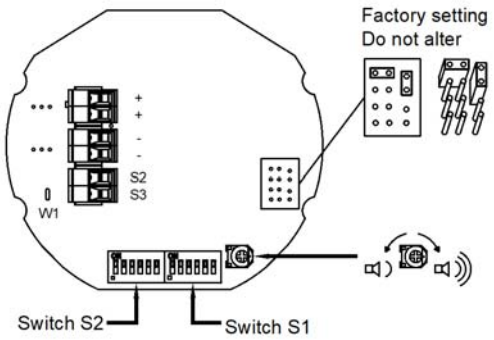
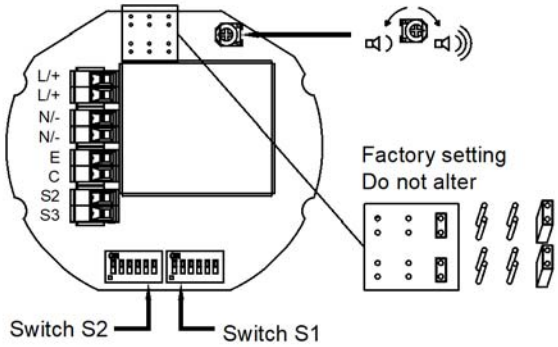

Figure 5: DC PCBA.
Figure 6: AC PCBA .
c. Fit an M20/NPT suitably rated cable gland or conduit entry into the hole in the enclosure and connect the field wiring to the appropriate alarm horn terminals as shown in fig. 6 (AC) or fig 5. (DC). The power supply terminals are duplicated so that units may be connected in parallel. An end of line monitoring resistor may be fitted to DC units only (see section 12). If the second and third M20/NPT entries are not used, suitably rated stopping plugs must always be fitted.
The D1x Alarm Horn Sounders have 64 different tones that can be selected independently for the first and second stage alarms. The tones are selected by operation of the tone setting DIP switch 1 & DIP 2witch 2 (see figures 6 and 7) on the PCB, for stage 1 and stage 2 respectively.